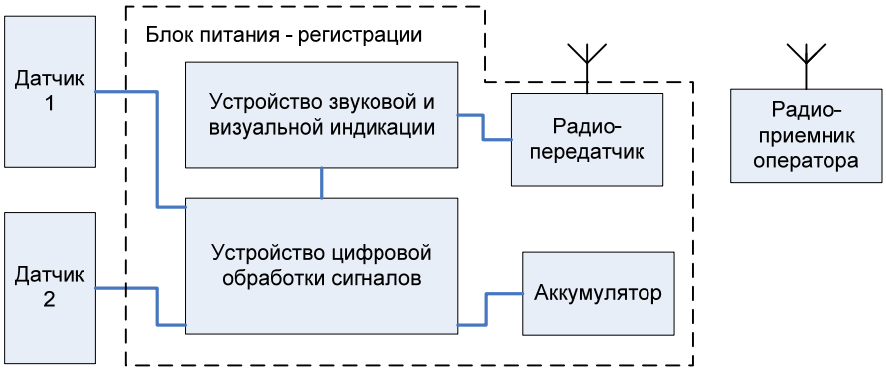

Рис. 2 Функциональная схема переносного сигнализатора «Репер-5».
1.5.1 Изделие «Репер-5» представляет собой устройство, регистрирующее перемещение ферромагнитных объектов (стальных предметов, конструкций и т.п.) магнитометрическим методом. Функциональная схема приведена на Рис. 2.